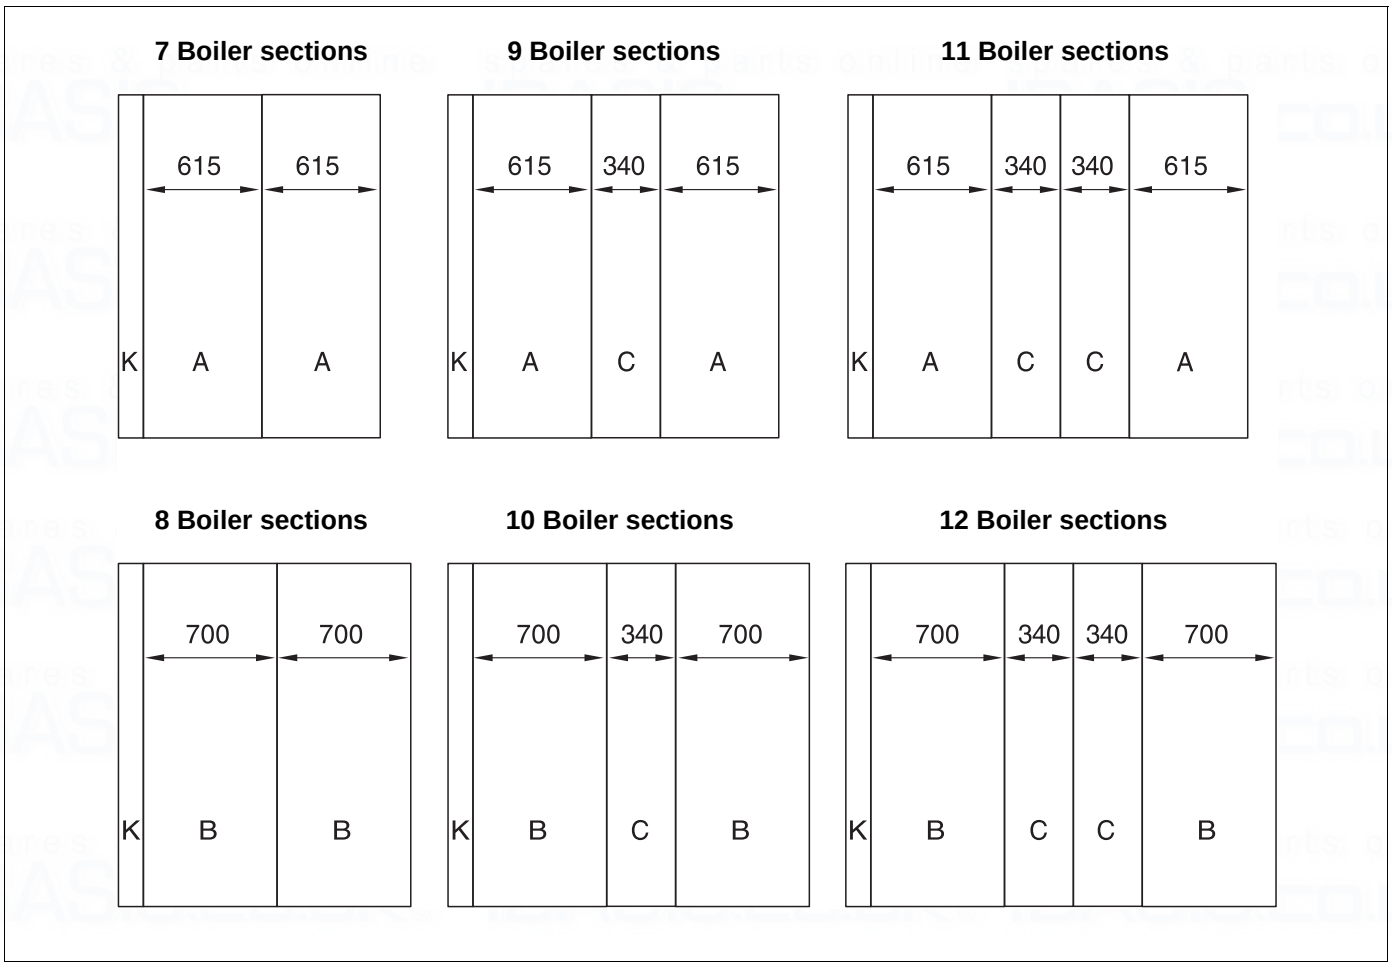

Fig. 48 Arrangement of side panels for the various boiler sizes (dimensions in mm)
- Fit all side panels as shown in the diagram (Fig. 48).